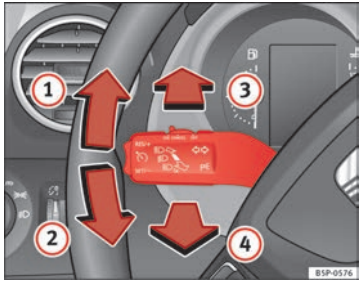

Fig. 75 Turn signal and main beam headlight lever
– Move the lever all the way up ⇒ Fig. 75 ① to indicate **right**, and all the way down ② to indicate **left**.
– If the dipped lights are on, push the lever forward ⇒ Fig. 75 ③ to switch on the main beam.
– Push the lever towards the steering wheel ⇒ Fig. 75 ④ to switch off the main beam.